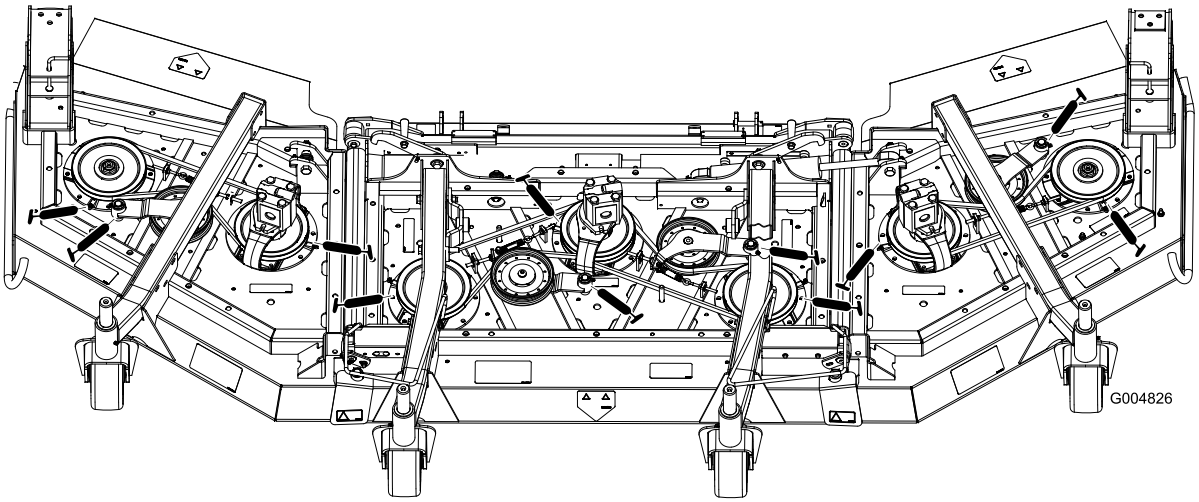

Figura 45
- Rolamentos do eixo do (3) (Figura 45)
- Casquilhos articulados do braço intermédio (2) (Figura 45)